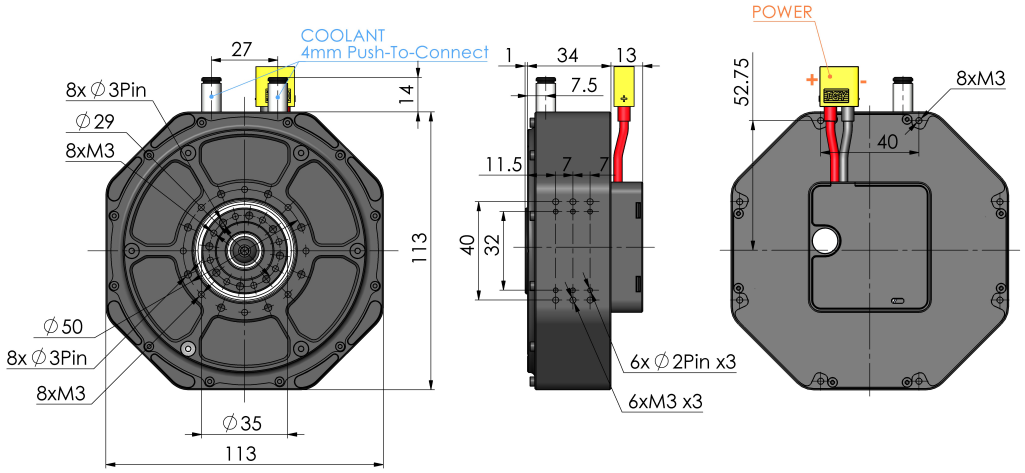

图 3: Panda BEAR V2 Specs
具备扭矩、自重和体积之间完美平衡的全能驱动器，Panda BEAR V2（产品代号 PB02）是 BEAR 系列中的全能选手，可以轻松胜任从轻型机械臂到足式机器人平台等各种应用场合。Panda BEAR V2 Plus（产品代号 PB02P）是 PB02 的升级高功版，其机械、电气以及液冷等特征与 PB02 相同。下面结合图3对 PB02 的机械、电气以及液冷等特征进行介绍。
- 机械属性　PB02 的整体尺寸和外部安装孔尺寸与位置已在图3中详细标注。输出轴端面设有 8 个 3mm 直径销钉孔和 8 个 M3 螺纹孔用于定位和连接负载；正面设有 8 个 3mm 直径销钉孔和 8 个 M3 螺纹孔以及三个侧面均设有 6 个 2mm 销钉孔和